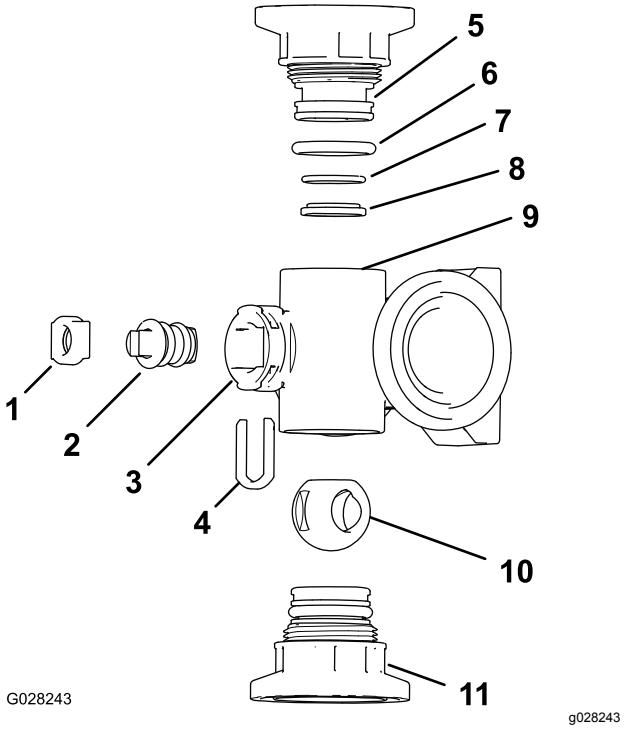
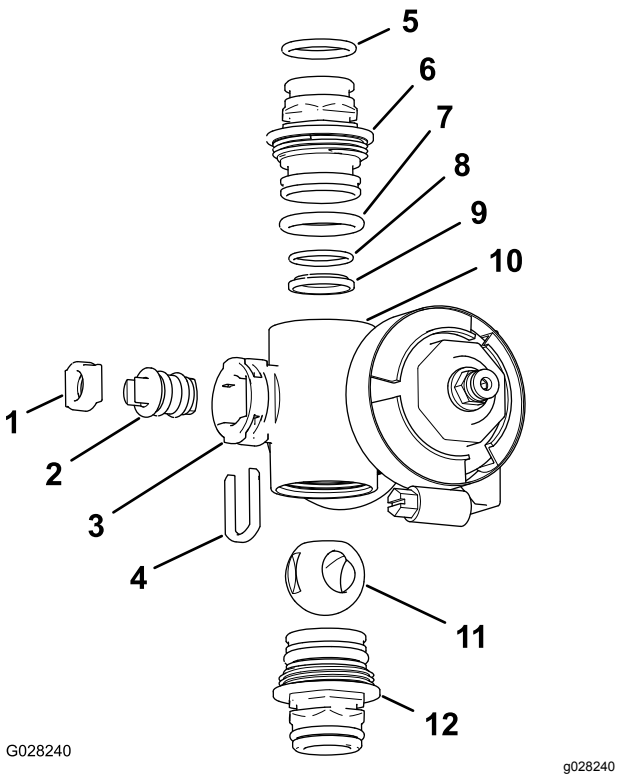

Figuur 72
Figuur 73
2. Verwijder de 2 dopaansluitingen van de uiteinden van de verdelerbehuizing (Figuur 72 en Figuur 73).
4. Verwijder de houder van de afsluiter uit de openingen in de ventielopening van de verdeler (Figuur 72 en Figuur 73).
5. Neem de houder van de afsluiter en de zitting van de afsluiter uit de verdeler (Figuur 72 en Figuur 73).
6. Neem de ventieleenheid uit de verdelerbehuizing (Figuur 72 en Figuur 73).
1. Controleer de staat van de O-ringen van de uitgaande fitting (alleen spuitboomklepverdeler), de O-ringen van de dopafdichting, de O-ringen van de achterzitting en de kogelzitting op schade of slijtage (Figuur 72 en Figuur 73).
2. Breng smeersel aan op de afsluiter en steek deze in de zitting van de afsluiter (Figuur 72 en Figuur 73).
3. Monteer de afsluiter en de zitting in de verdeler en bevestig de afsluiter en de zitting met de houder van de afsluiter (Figuur 72 en Figuur 73).
4. Zorg dat de O-ring van de achterzitting en de kogelzitting uitgelijnd zijn en op hun plaats zitten in de dopaansluiting (Figuur 72 en Figuur 73).
5. Breng de dopaansluiting aan op de verdelerbehuizing tot de flens van de dopaansluiting contact maakt met de verdelerbehuizing (Figuur 72 en Figuur 73). Draai vervolgens de dopaansluiting nog ⅛ tot ¼ slag. Draai de fitting aan tot 225-282 N·cm